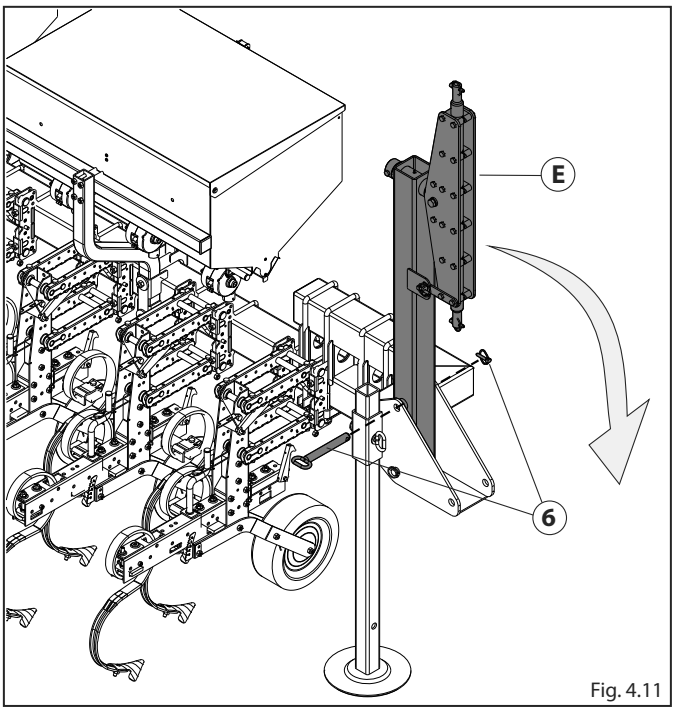

Fig. 4.11
- Remove the pins **6** while at the same time supporting the tow bar **E** (Fig. 4.11).
- Bring the tow bar **E** to a horizontal position (Fig.4.11).